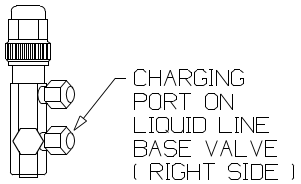

Fig. 15
3. Attach the suction gauge hose (usually the blue hose) from the refrigeration gauge manifold set to the charging port. See Fig. 15